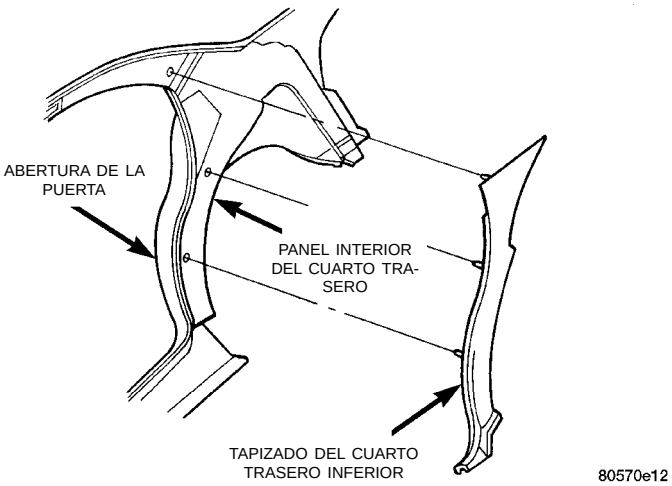

Fig. 61 Tapizado del cuarto trasero inferior—4 puertas
(3) Desacople los collarines que fijan el tapizado al panel del cuarto trasero inferior.
(4) Retire el cinturón de seguridad de la muesca en el panel tapizado.
(5) Separe el tapizado del cuarto trasero inferior del vehículo (Fig. 61).